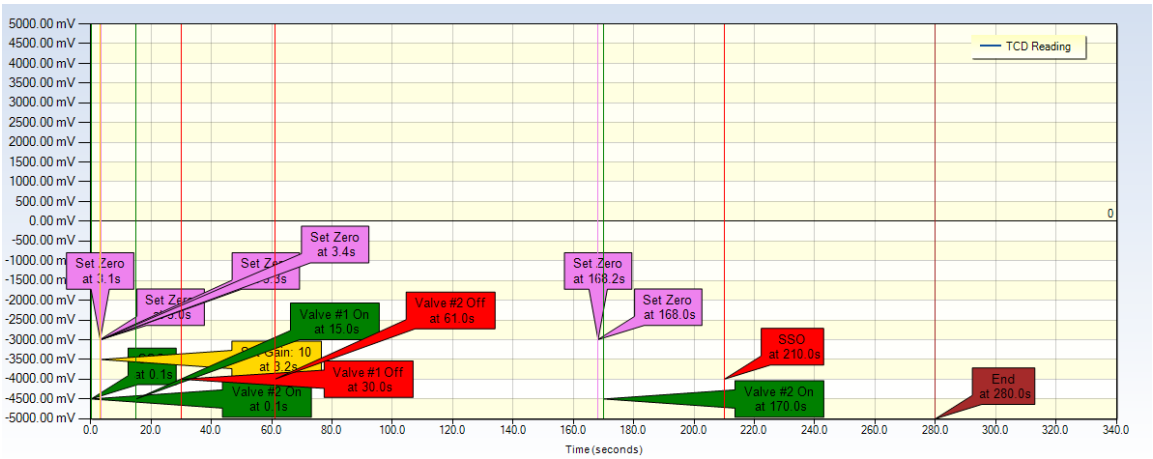

Figure 4-24: Chromatogram with Action List graphically overlayed
- ***Actions*** – Clicking on this tool in the Chromatogram ribbon with first prompt the User to select which Action List will be loaded. The selected Action List is displayed on the chromatogram (Figure 4-24) and can be edited in Edit mode.